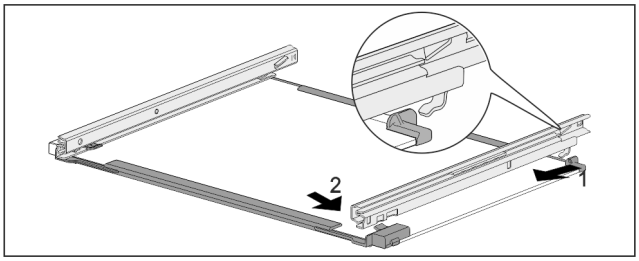

Fig. 239 Glass shelf with rails
▶ Hook in rail at the back. *Fig. 239 (1)*
▶ Hook in rail at the front. *Fig. 239 (2)*